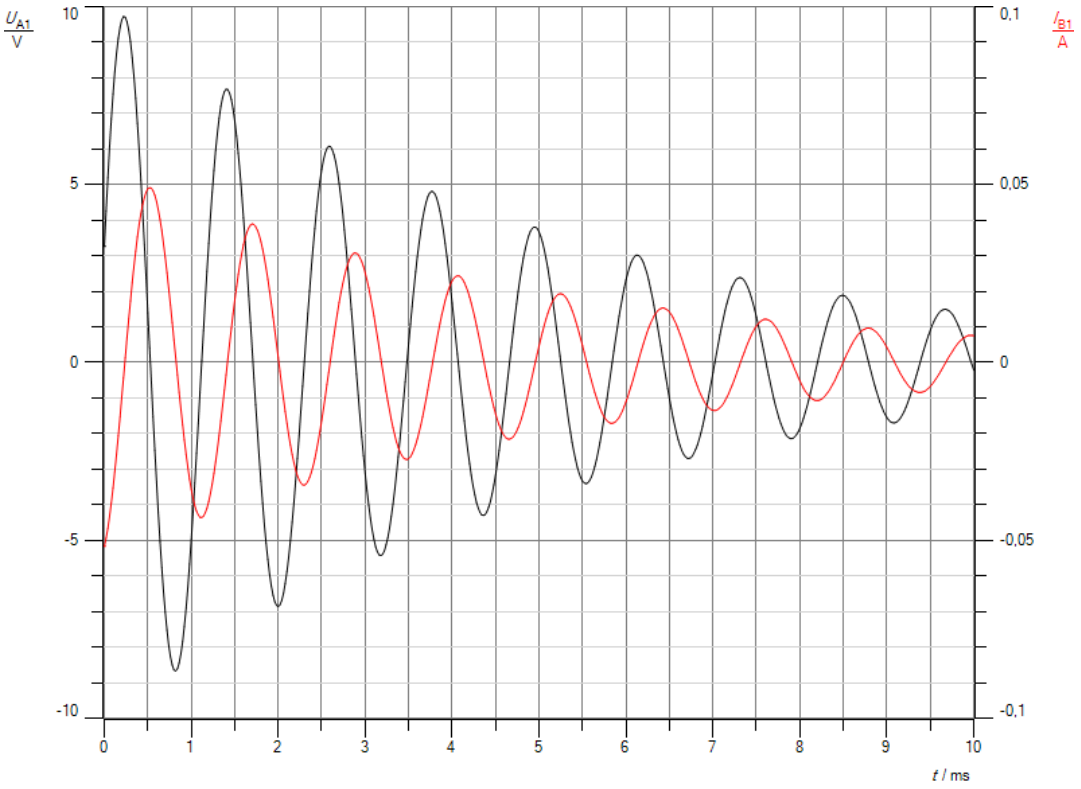

Abb.1: Schwingkreis (L = 34,8 mH, C = 1µF, R = 10,5 Ω)
b. Aus Abb.1 ergibt sich eine Periodendauer